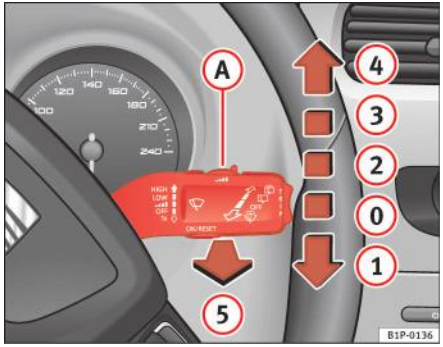

Fig. 80 Maneta ştergătoarelor şi spălătorului de parbriz
Maneta ştergătoarelor de parbriz ⇒ fig. 80 are următoarele poziţii:
- Următoarea viteză inferioară se va selecta automat dacă este selectată viteza (2) ⇒ pagina 130, fig. 80 sau (3) a ştergătoarelor, când automobilul se opreşte. Se va reveni la viteza setată când automobilul se pune din nou în mişcare